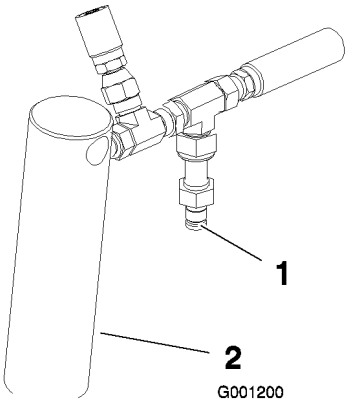

Figur 12
3. Anslut en tryckmätare till kontrollporten bakom höger lyftcylinder Figur 12).